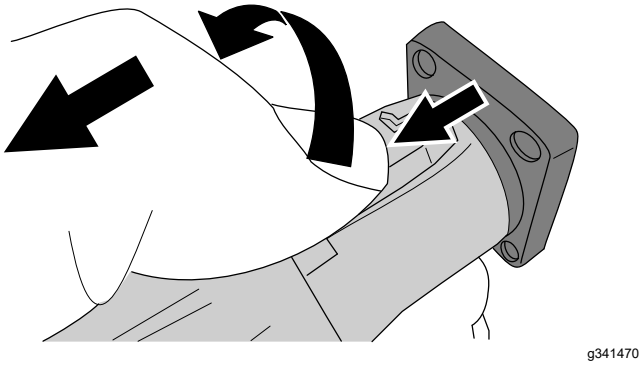

Figur 25
8. Skyv knappen på støpselet tilbake, vri støpselet mot klokken og trekk støpselet ut av stikkontakten (Figur 25).